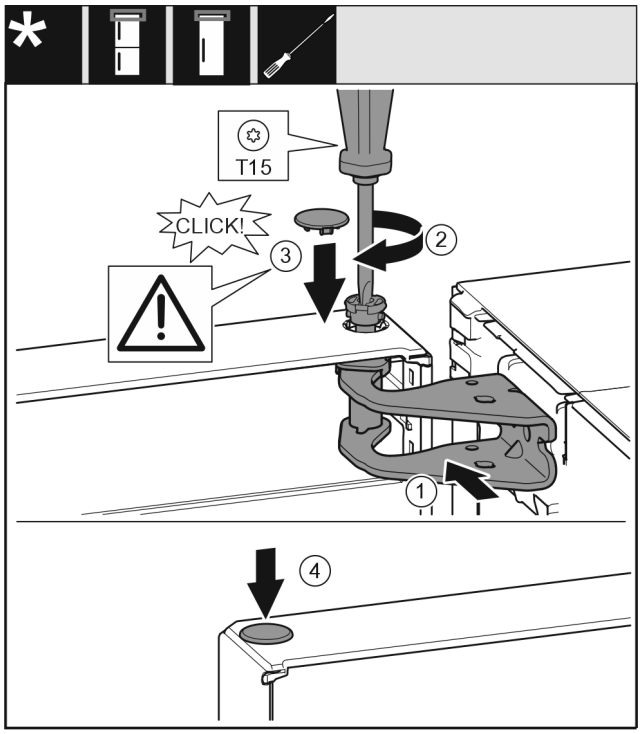

Fig. 27
- ▶ Deur boven naar de opening in het lagerbok *Fig. 27 (1)* uitlijnen.
- ▶ Bouten *Fig. 27 (2)* insteken en met een schroevendraaier vastschroeven.
- ▶ Afdekking *Fig. 27 (3)* plaatsen.
- ▶ Controleer of de afdekking *Fig. 27 (3)* tegen de deur ligt.
- ▶ Afdekking *Fig. 27 (4)* plaatsen.